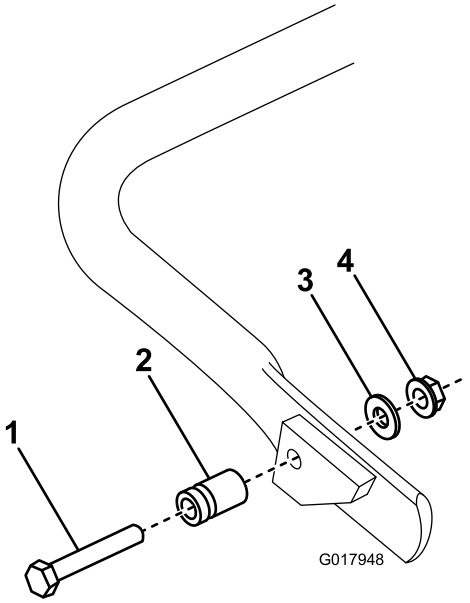

Figur 6
1. **Kun for GR1600**. Koble fjærbolten til høyre side av støtten (Figur 6) med bolten, skiven og flenshodemutteren som fulgte med.